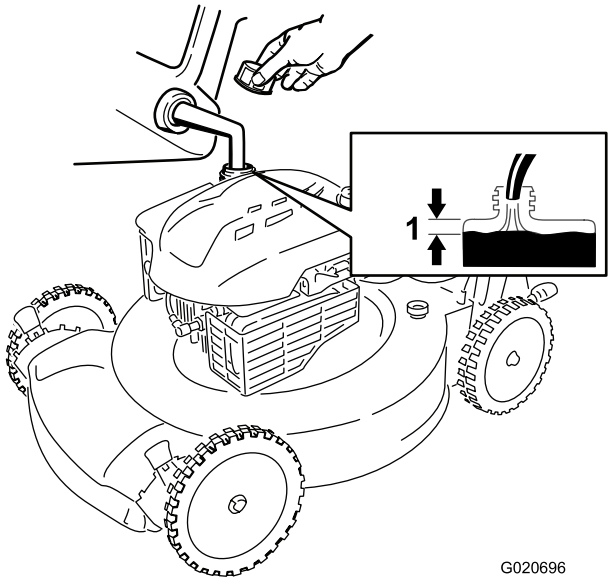

Figuur 9
1. Reinig de omgeving van de tankdop en verwijder de dop van de tank (Figuur 9).